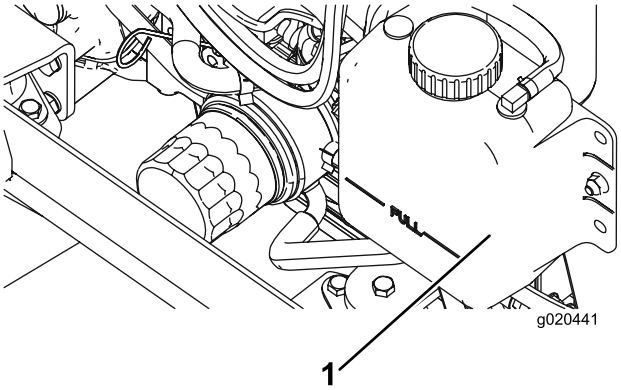

図 11
1. ラジエターと補助タンクのふた図 11を注意深く開ける。